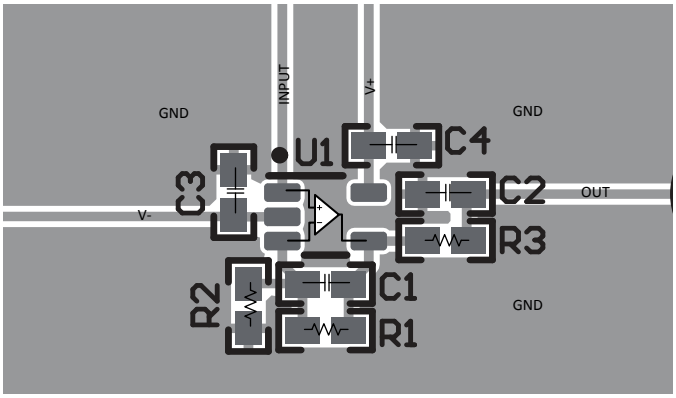

図 7-5. 非反転構成のオペアンプ基板のレイアウト - SC70 (DCK) パッケージ
- 外付け部品は、可能な限りデバイスに近く配置します。図 7-5 に示すように、寄生容量を最小限に抑えるため、RF と RG は反転入力の近くに配置します。